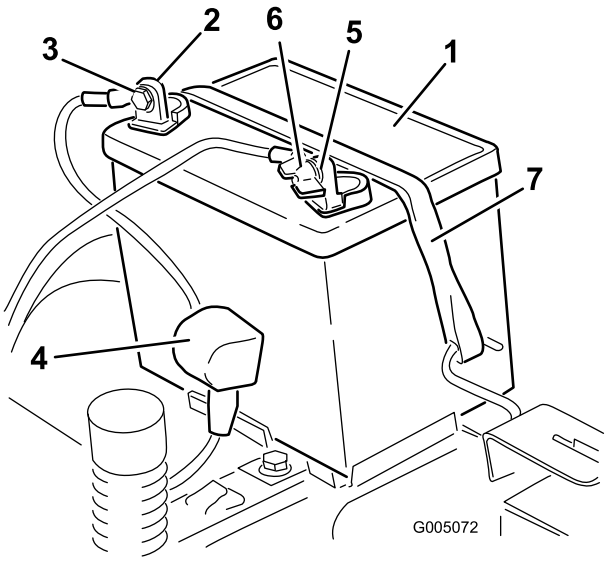

Figur 43
4. Lossa den jordade minuskabeln (svart) från batteripolen (Figur 43).
6. Lossa pluskabeln (röd) från batteripolen (Figur 43).
7. Ta bort batteriets låsfäste (Figur 43) och lyft ut batteriet ur batterilådan.
1. Placera batteriet i lådan (Figur 43).
5. Fäst batteriet med låsfästet (Figur 43).